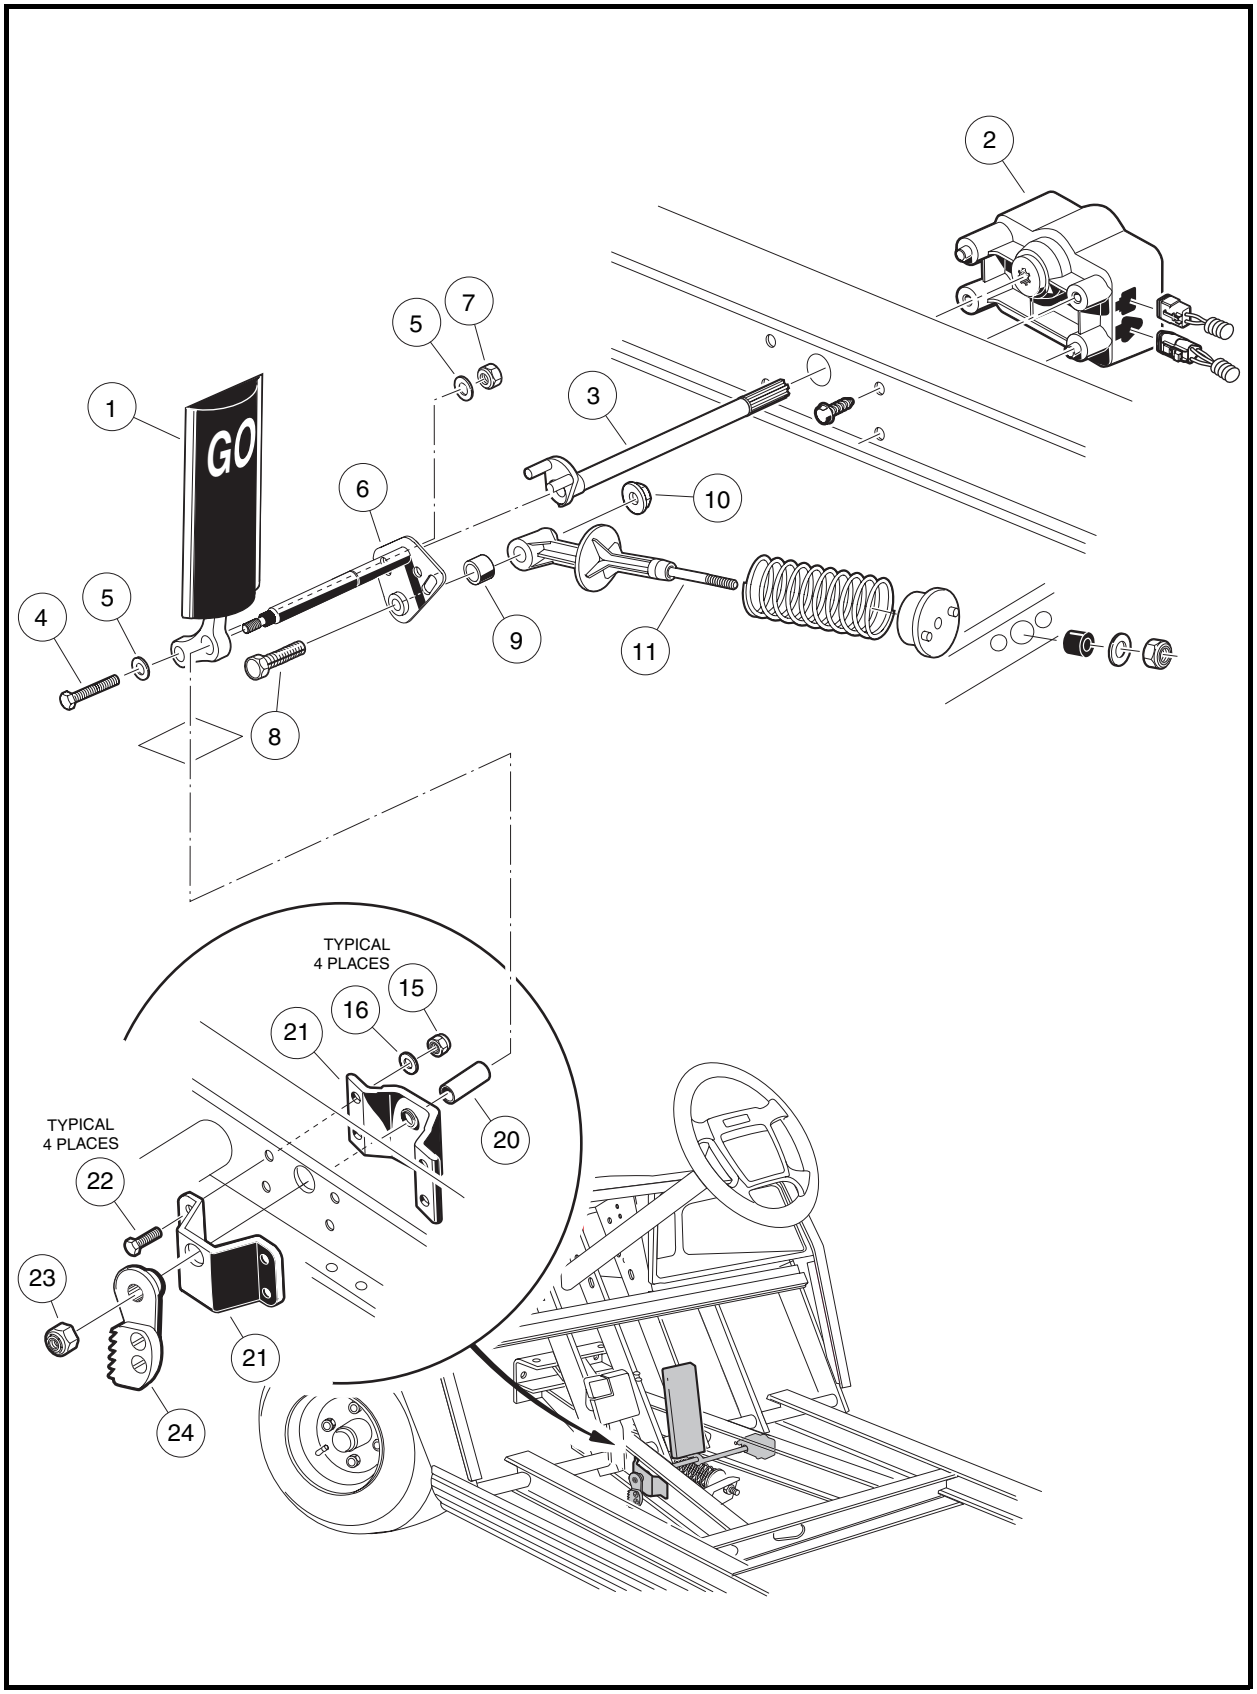

Figure 5-8 Accelerator Pedal – Electric Vehicle
3. Remove the MCOR (2) and drive bar (3) as instructed **(Figure 5-8, Page 5-10)**. **See MCOR Removal, Section 12, in the appropriate maintenance and service supplement.**
4. Use a 9/16-inch socket and 9/16-inch wrench to remove the nut (7), two washers (5), and bolt (4) securing the accelerator pedal (1) to the pivot rod (6) **(Figure 5-8, Page 5-10).**
5. Remove the nut (10) and bolt (8) from the accelerator pivot rod assembly (6).
6. Slide the spring retainer (11) off of the accelerator pivot rod.
7. Inspect the pivot support bearing (9) for wear and replace if necessary.
8. Use a marker to mark the position of the park brake ratchet (24) on the accelerator pivot rod (6). **See following NOTE.**
9. Remove the lock nut (23) from the accelerator pivot rod.
10. Press the brake pedal slightly and slide the park brake ratchet (24) toward the end of the accelerator pivot rod. Rotate the ratchet and remove it from the pivot rod.
11. Remove the pivot rod (6) and spacer (20) from the accelerator pivot rod supports (21) **(Figure 5-8, Page 5-10)**.
12. Inspect the accelerator pivot rod supports (21) for wear and damage and replace as necessary. If the pivot rod supports do not require replacement, loosen, but do not remove, the four bolts (22) and lock nuts (15) to make installation of the pivot rod easier.
13. Remove the accelerator pedal (1) from the vehicle **(Figure 5-8, Page 5-10)**.
1. If the accelerator pivot rod supports were replaced, position the supports (21) on the vehicle frame and install the four bolts (22), flat washers (16), and lock nuts (15) **(Figure 5-8, Page 5-10)**. Finger-tighten nuts at this time.
2. Insert the lower end of the accelerator pedal (1) through the floorboard and install the accelerator pivot rod (6) through the uppermost hole in the pedal.
3. Install plastic spacer (20) on pivot rod (6).
4. Insert the pivot rod through the pivot rod supports (21) on the vehicle frame.
5. Tighten the four bolts (22) attaching the pivot rod supports to the frame to 75 in-lb (8.5 N·m) **(Figure 5-8, Page 5-10)**.
6. Insert the bolt (4), two washers (5), and a new lock nut (7) through the lower hole in the pedal and through the pivot rod. Finger-tighten lock nut at this time.
7. Install the bolt (8) through the pivot rod (6) and spring retainer (11). Secure these parts with the nut (10) **(Figure 5-8, Page 5-10)**. Tighten the nut to 50 in-lb (5.5 N·m).
11. Install lock nut (23) on pivot rod **(Figure 5-8, Page 5-10)**. Tighten to 18 ft-lb (24.5 N·m).
12. Install the MCOR (2) and drive bar (3) as instructed. **See MCOR Removal, Section 12, in the Power-Drive Maintenance and Service Supplement.**